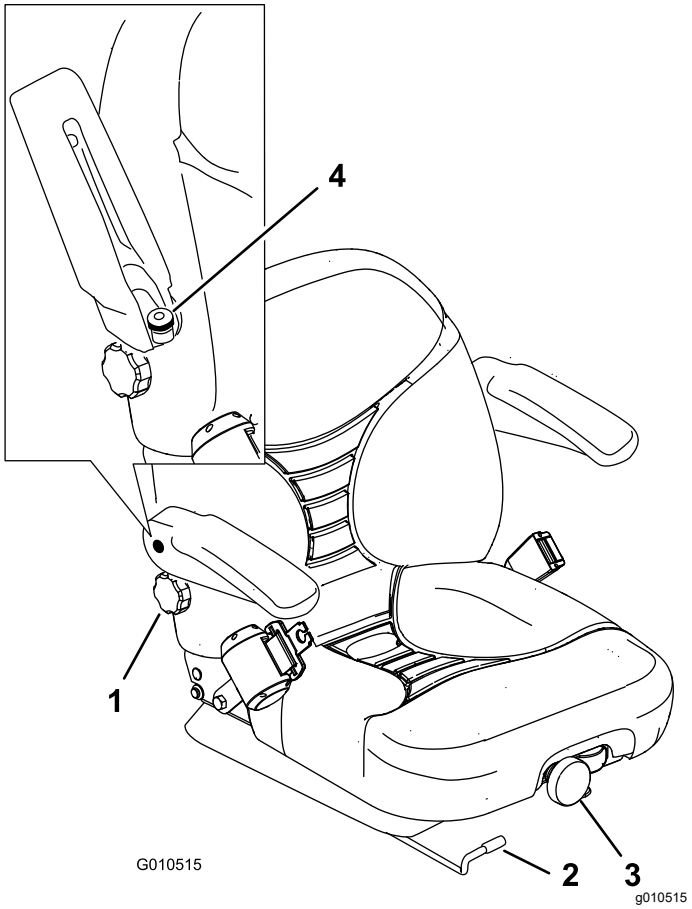

Figuur 31
1. Om de bestuurdersstoel in te stellen, moet u de instelhendel zijwaarts bewegen. Hiermee ontgrendelt u de stoel (Figuur 31).
Om de stoel te verstellen, draait u de knop in een van beide richtingen om de meest comfortabele positie te verkrijgen (Figuur 31).
Om te verstellen, draait u de knop onder de rechter armsteun in een van beide richtingen om de meest comfortabele positie te verkrijgen (Figuur 31).
Til de armsteun omhoog en draai de knop in een van beide richtingen om de meest comfortabele positie te verkrijgen (Figuur 31).